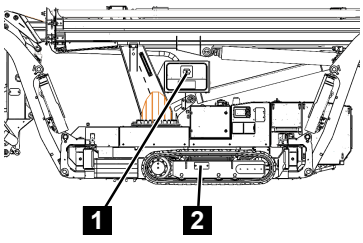

Fig. 187
2. Unscrew and remove the maintenance cover (Fig.187/2).